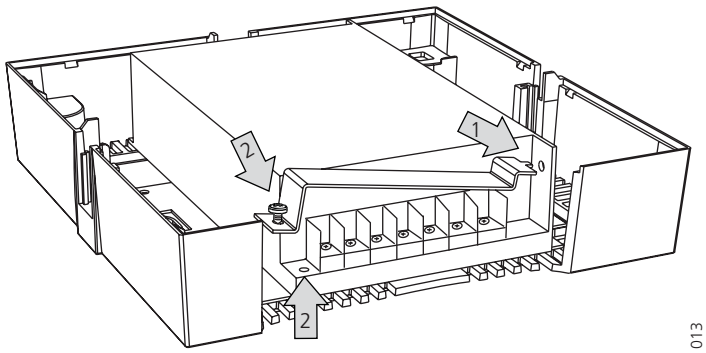

Figure 13. Mounting of the voltage safety cover.
IMPORTANT: The Power Supply module connects to 100 - 250 V AC. When working with the units the mains power supply cable must always be disconnected. For safety the covers must always be mounted after an installation. The voltage safety cover has to be mounted on top of the voltage connector in the Power Supply module to prevent hazardous situations, like electric shock, see figure 13 on page 9.
5 Mount the voltage safety cover on its position (1), fasten it with one screw (2), see figure 13.